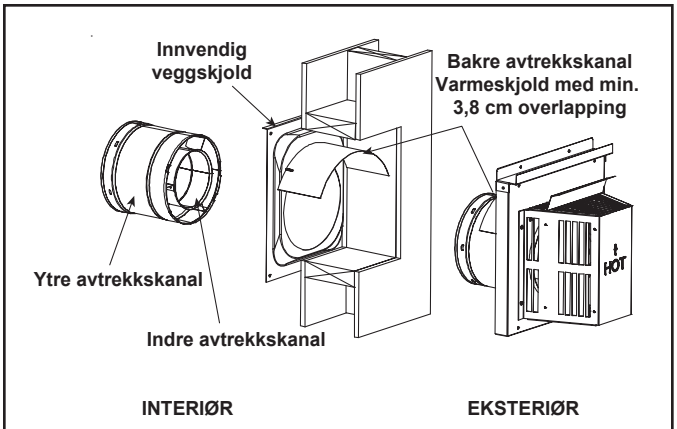

Fig. 10.17 Ventilering gjennom vegg
- Én profil av varmeskjoldet festes til veggskjoldet. Den andre profilen festes til utløpsdekslet på samme måte (se fig. 10.17).
- Foten på skjoldet hviler på toppen av avtrekkskanalen for å få riktig avstand fra rørseksjonen (se fig. 10.17).
- IKKE fjern de varmeskjoldene som er festet til veggskjoldets brannvern og den horisontale avslutningen (vist på Fig. 10.17).
Varmeskjoldet består av to deler. En del er festet av fabrikken til veggskjoldets brannvern. Den andre delen er festet av fabrikken til avslutningen . Se Fig. 10.17.